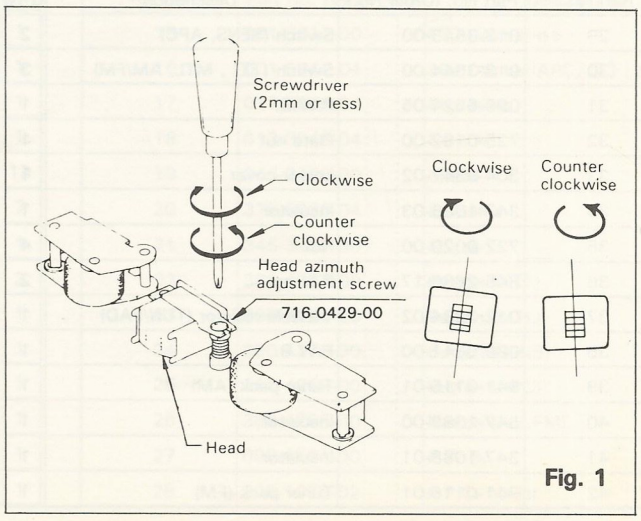

Fig. 1
1) Play the test tape (315Hz, −10VU) and adjust the amplifier's volume control and balance control so that the output levels (gains of the playback system) of the left and right channels become equal. (See Fig. 1)